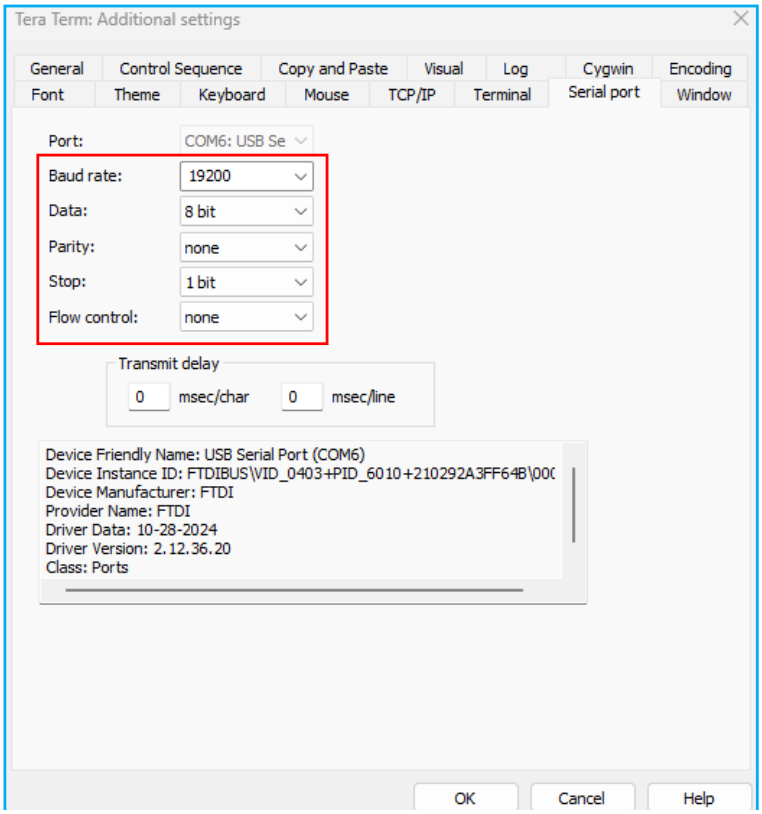

Fig.3. Parámetros de configuración del puerto serie para la conexión con el NEORV32.
4. En la ventana emergente Additional settings, seleccionar los siguientes parámetros y pulsar en `OK` (Fig.3):